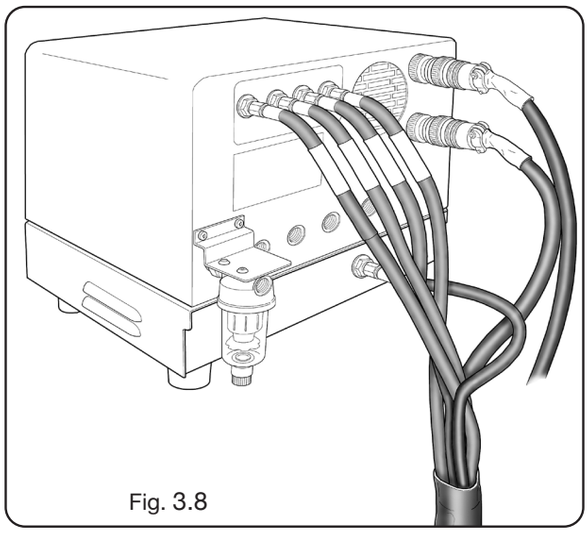

Fig. 3.8
• Conectar el haz de tubos Art. 1166 apretando los tubos a las respectivas salidas de los gases, prestando atención a la correspondencia de las marcas (plasma preflow/cutflow, secondary preflow/cutflow y auxiliary); enroscar el conector eléctrico en la salida CN05 (véase fig. 3.8).
• Efectuar por último la conexión Art. 1189 enroscando el conector eléctrico en la salida CN04 (véase fig. 3.8).